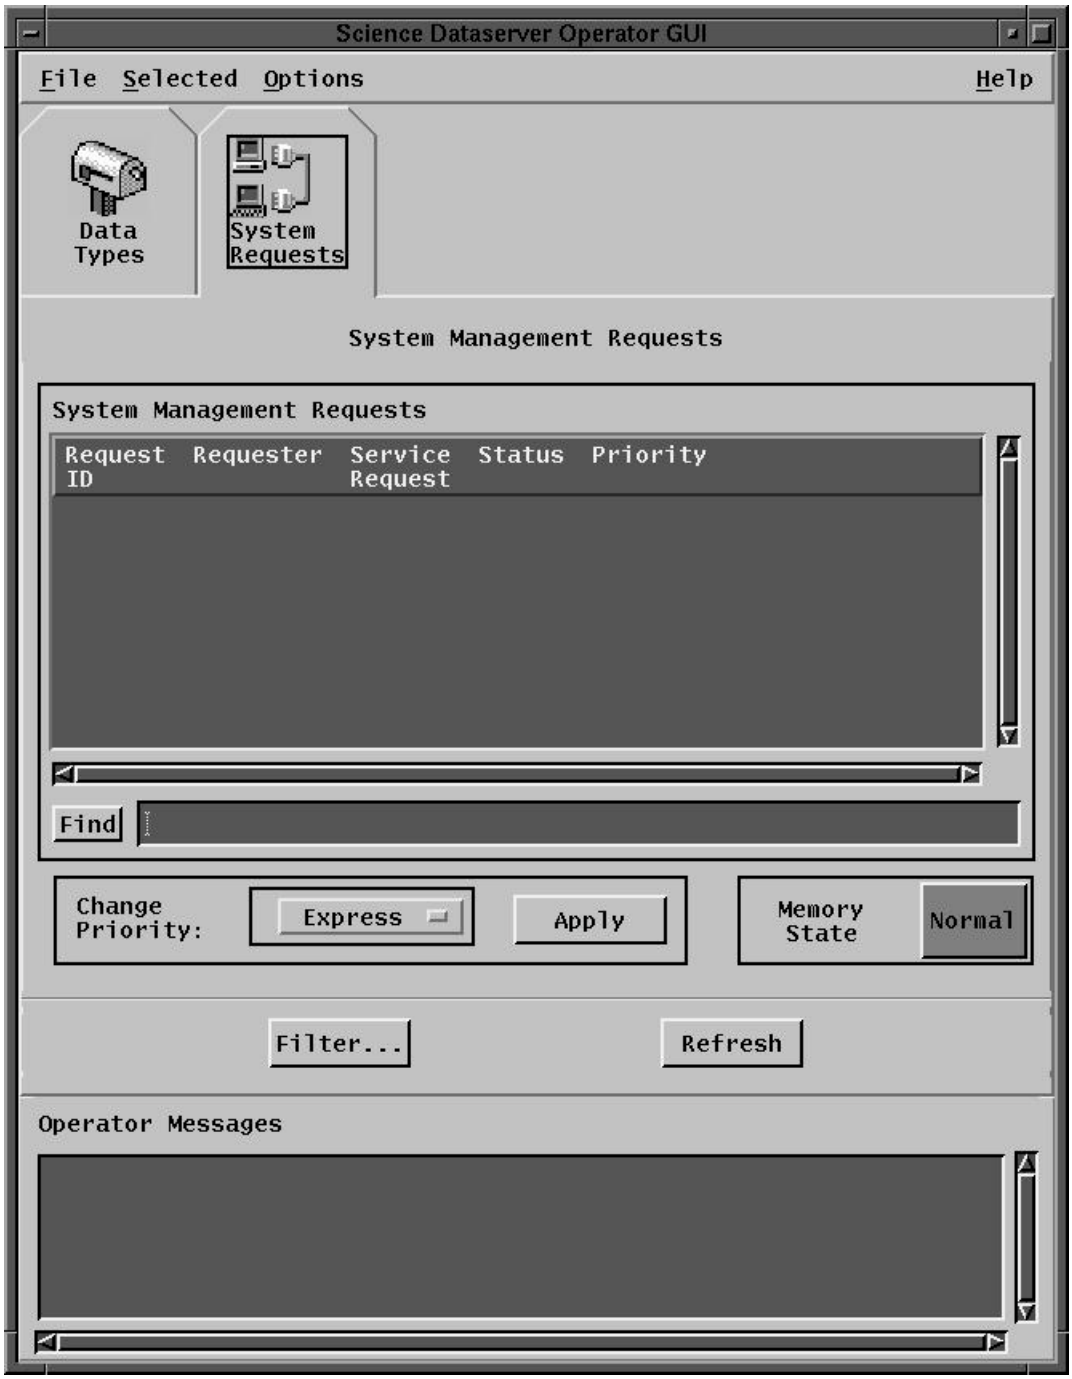

Figure 27. System Management Requests Window
Clicking the System Requests tab will bring up the System Management Requests window (see Figure 27). This window provides operations personnel at the DAAC the capability to monitor requests the Science Data Server is working with. All requests within the Science Data Server are displayed. The columns of the list can be sorted by positioning the cursor and clicking on the appropriate column of interest. The requests can be filtered by positioning the cursor and clicking on the **Filter** button and entering the attributes on which to filter.
- Back to the System Requests tab description (figure 27), **Operator Messages** provides informational and error messages to the user.